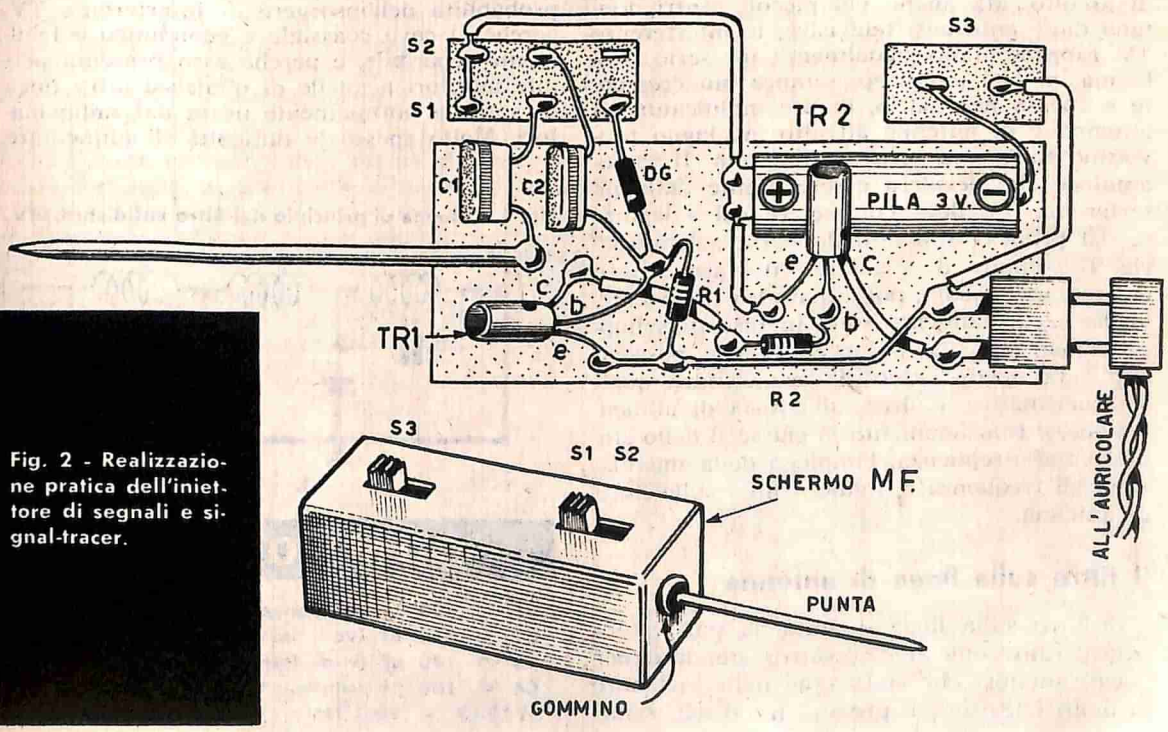

Fig. 2 - Realizzazione pratica dell'iniettore di segnali e signal-tracer.
**Fig. 2 - Piano costruttivo della piastra di ottone sulla quale viene montato il filtro. Le dimensioni indicate nel disegno sono espresse in millimetri; lo spessore della piastra di ottone è di 3 mm.**